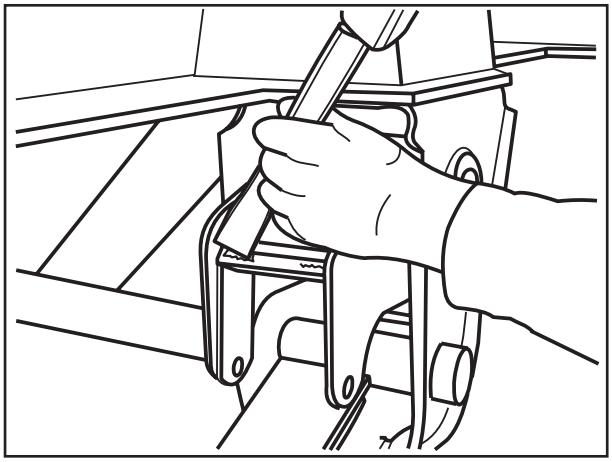

Рис. 3
(3) В приваренных опорах (скользящие детали рессор) удалить верхние сварные швы долотом или отшлифовать их (рис. 3).